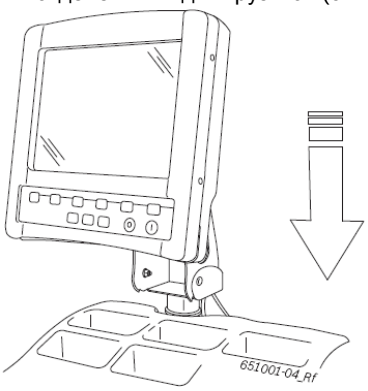

Рис. 6. Опускание стойки монитора в гнездо.
1. Полностью опустите стойку монитора в предусмотренное для нее гнездо, находящееся за отделениями для грузиков (см. рис. 6).